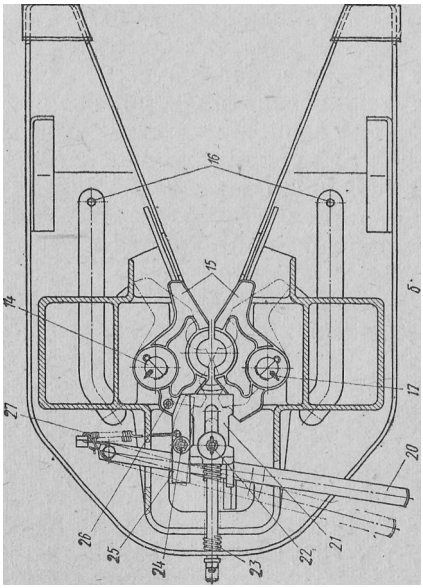

Рис. 116. Седельно-сцепное устройство:
1. Седельный тягач имеет укороченную раму и седельно-сцепное устройство (рис. 116), служащее для шарнирного соединения тягача с полуприцепом.